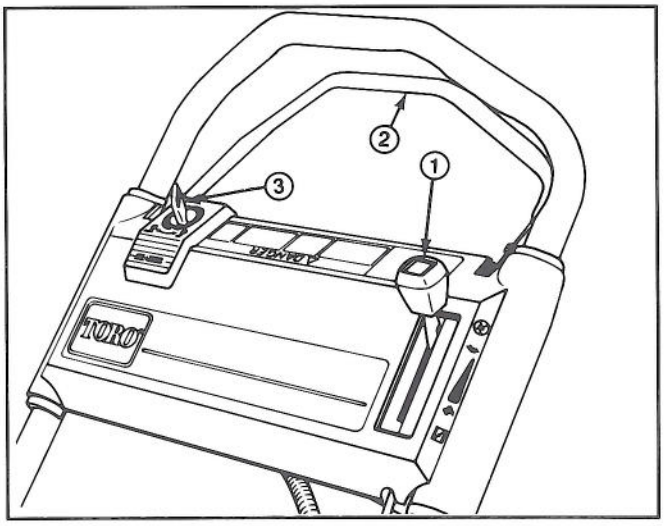
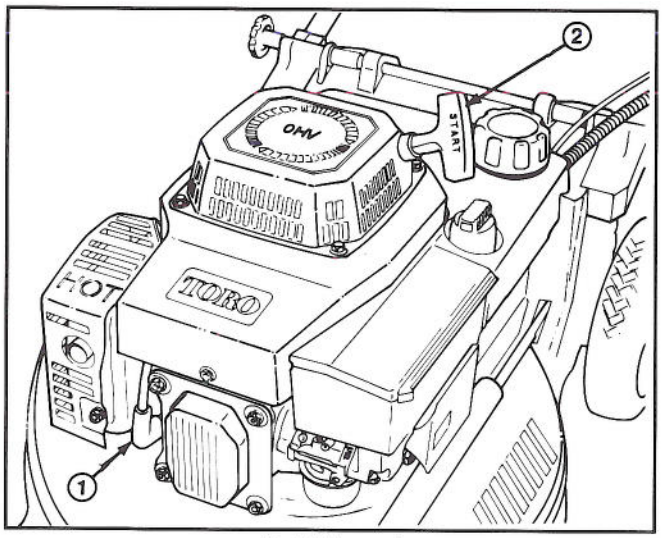
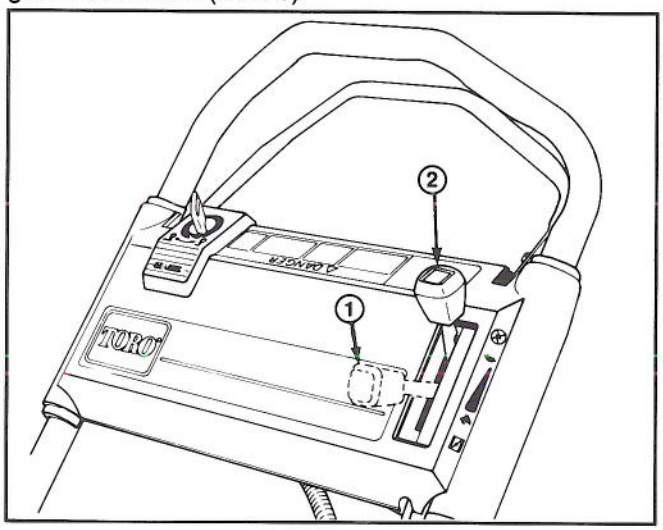

Abbildung 8
Abbildung 9
Abbildung 10
STEUERVORRICHTUNG—Schlüsselschalter (Startschlüssel-Modell), Gashebel und Antriebshebel befinden sich am oberen Griff (Abb. 8). Der Seilstarter befindet sich am Motoroberteil (Abb. 9).
1. Das Zündkerzenkabel auf die Zündkerze stecken. (Abb. 9).
2. STARTEN MIT E-START (Startschlüssel-Modell)—Den Gashebel auf CHOKE stellen (Abb. 10). Den Schlüssel auf START drehen (Abb. 8) und loslassen sobald der Motor läuft. Den Gashebel auf SCHNELL stellen oder die gewünschte Geschwindigkeit einstellen. Ist die Batterie entladen, kann der Motor mit dem Seilstarter gestartet werden (Abb. 9).
3. SEILSTARTER—Den Gashebel auf CHOKE stellen (Abb. 10). Den Seilstarter ziehen (Abb. 9) bis das Spiel überwunden ist; dann fest anziehen, um den Motor zu starten. Startet der Motor, den Gashebel auf SCHNELL oder die gewünschte Geschwindigkeit einstellen.
4. STOPPEN (Abb. 10)—Zum Stoppen des Motors den Gashebel in die AUS-Stellung zurückschieben. Den Schlüssel aus dem Schalter ziehen. Das Kabel von der Zündkerze abziehen, wenn der Mäher unbeaufsichtigt ist oder nicht verwendet wird.
1. Den Motor abstellen und das Kabel von der Zündkerze abziehen (Abb. 9). Beim Startschlüssel-Modell den Schlüssel aus dem Schalter ziehen.